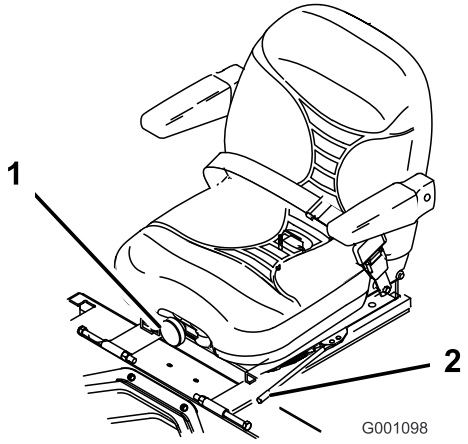

Figur 19
1. För spaken i sidled för att låsa upp sätet och justera det (Figur 19).
Justera genom att vrida ratten i endera riktningen för att uppnå bästa bekvämlighet (Figur 19).